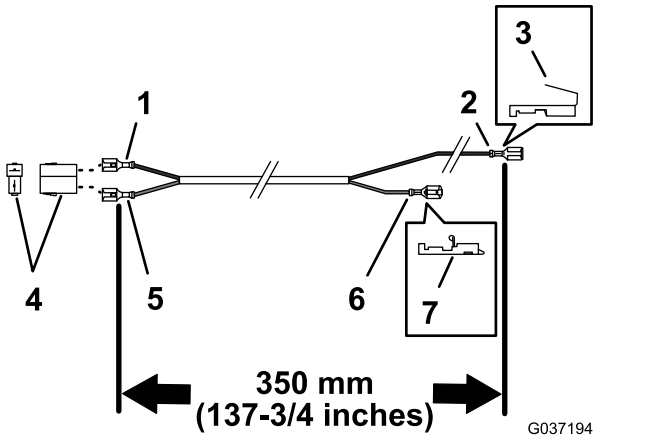

Figure 25
1. Locate the 350 cm (137-3/4 inches) wire harness (without a ring terminal) as shown in Figure 25.